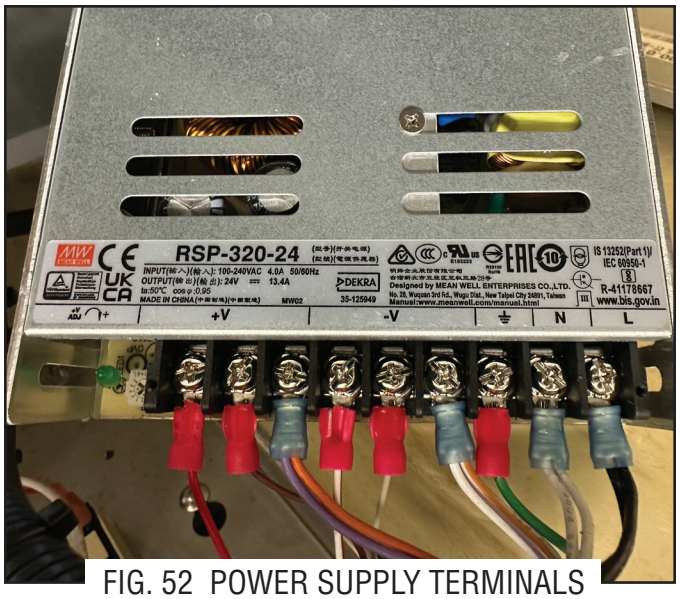

FIG. 52 POWER SUPPLY TERMINALS
8. Refer to Fig. 52 and connect the power supply to the main wiring harness.